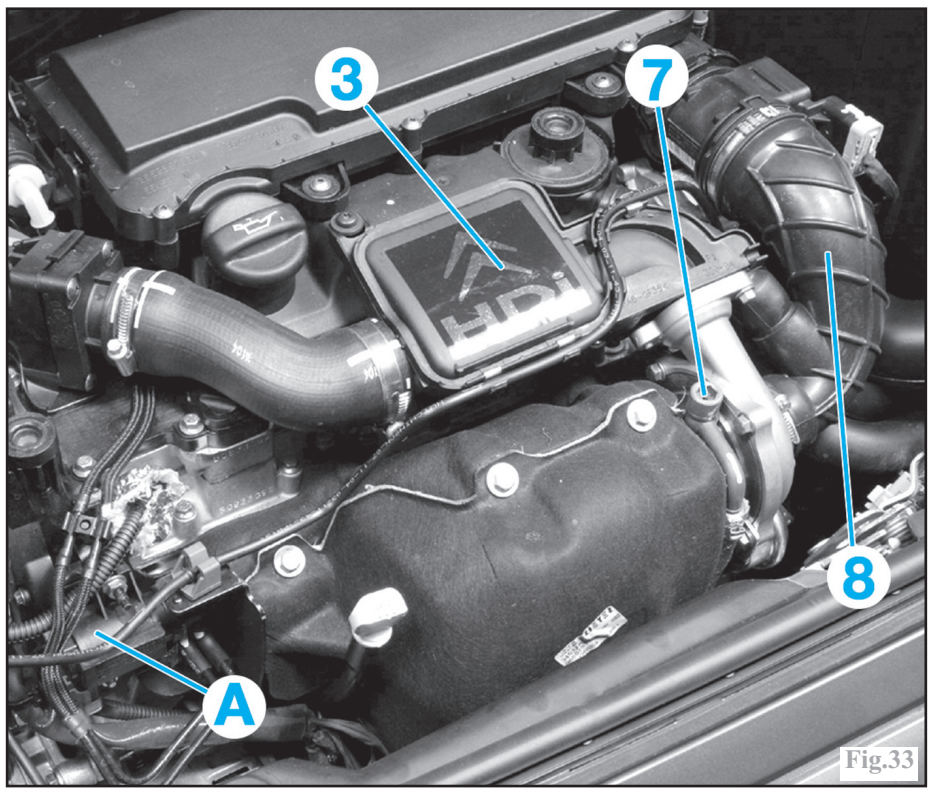

Fig.33
-le boîtier complet de filtre à air (3).
-le résonateur d'admission d'air (4).
-l'isolant thermique du catalyseur et du turbocompresseur (5).
-la durit supérieure du vase d'expansion (6).
-le raccord (7) d'alimentation en huile du turbocompresseur avec ses deux joints (Fig.33).
-le conduit d'air (8) entre le turbocompresseur et le boîtier de filtre à air.
-l'électrovannes **EGR** (A) du moteur (Fig.33).
-le raccord d'huile (7) sur le turbocompresseur (Fig.33).